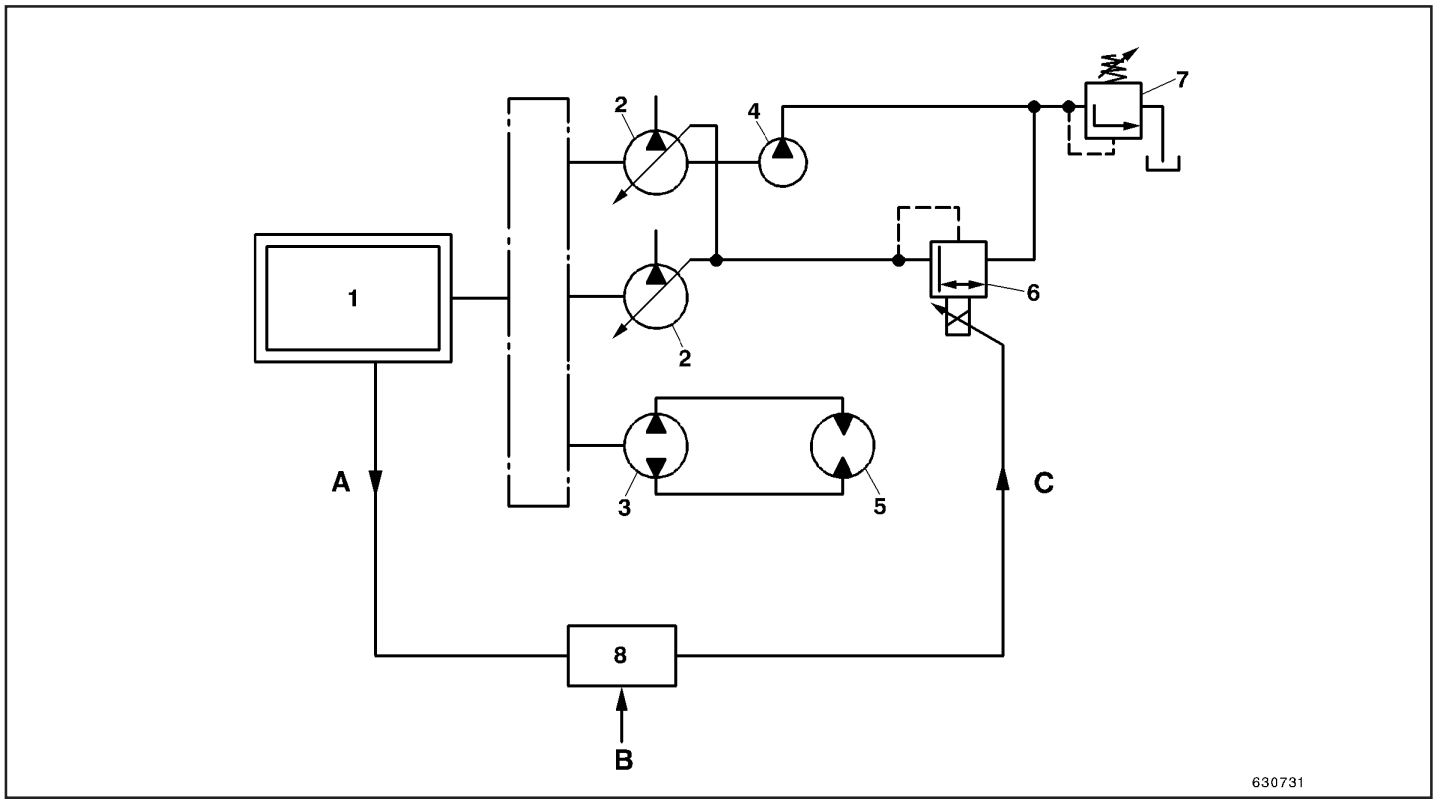

Fig.1
A rotação efetivamente medida (A) é comparada por um micro controlador (8, Fig. 1) para predeterminar a rotação nominal (B) do motor.